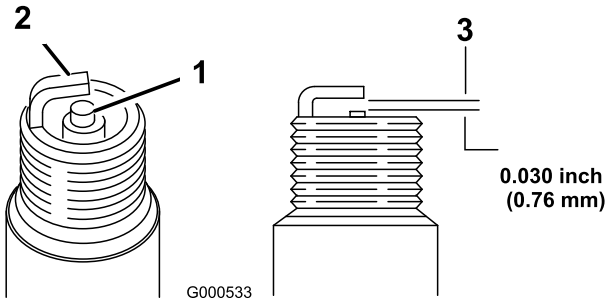

Figur 26
5. Ställ in gapet på det nya stiftet till 0,76 mm (Figur 26).